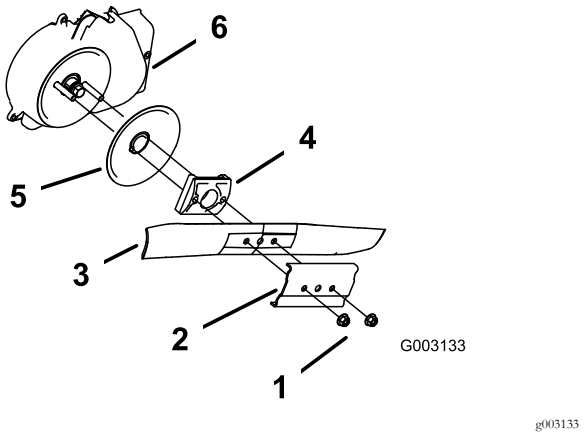

Figuur 37
3. Verwijder de 2 mesmoeren en de versteviger (Figuur 37).
4. Verwijder het mes (Figuur 37).
5. Verwijder de mesaandrijving en de schijf (Figuur 37).
6. Verwijder het scherm van de mesremkoppeling (Figuur 37).
10. Plaats het mes en de versteviger terug (Figuur 37).